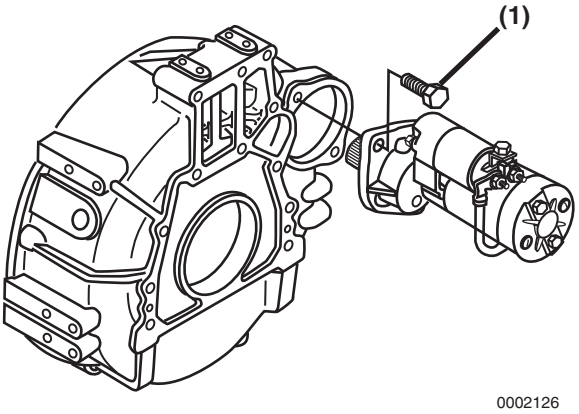

Figure 10-38
2. Reinstall the starter mounting bolts **(Figure 10-38, (1))**. Tighten the bolts to specification. *See Tightening Torques for Standard Bolts and Nuts on page 4-22.*